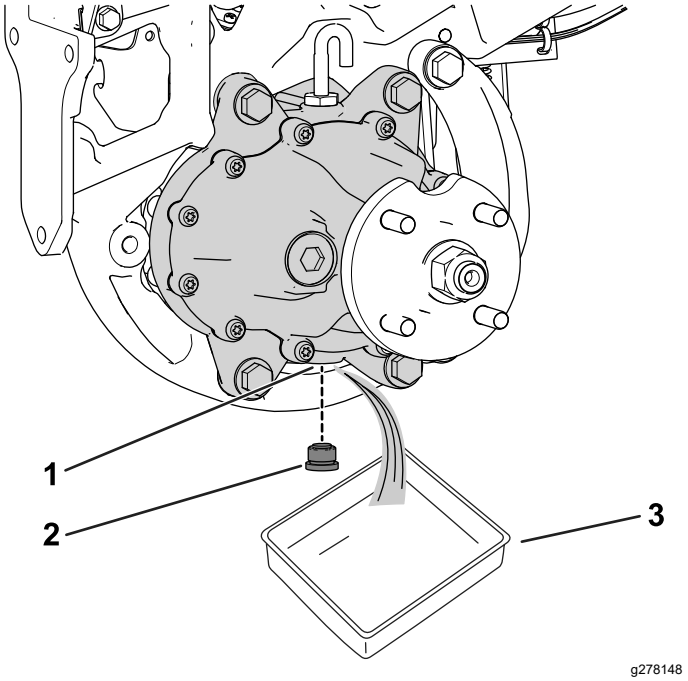

Figura 61
3. Coloque um recipiente de escoamento debaixo do conjunto do motor da roda (Figura 61).
4. Retire o tampão da porta de drenagem (Figura 61).
6. Instale o tampão de drenagem na porta de drenagem (Figura 61).